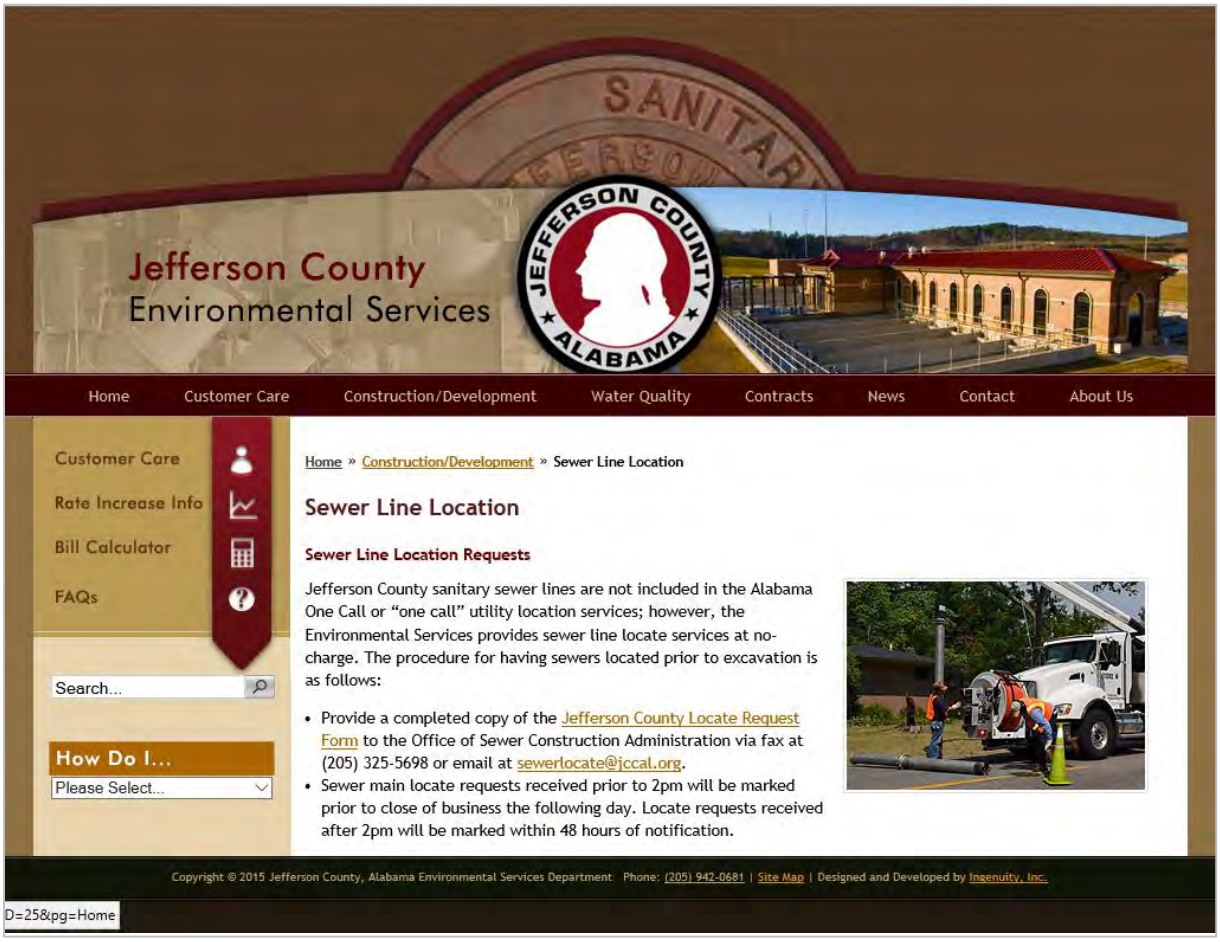

**Figure 2.JCESD Sewer Line Location Webpage**
As shown in **Figure 2**, JCESD's website provides information on Sewer Main Line Locate requests. The public can request that a sewer main be located prior to excavation by completing a Jefferson County Locate Request Form (see **Appendix A**) and faxing the form to (205) 325-5698, or emailing it to sewerlocate@jccal.org. All requests for this type of line locating, including calls to the 24-hour Emergency Contact telephone number, are routed to the Office of Sewer Construction Administration.